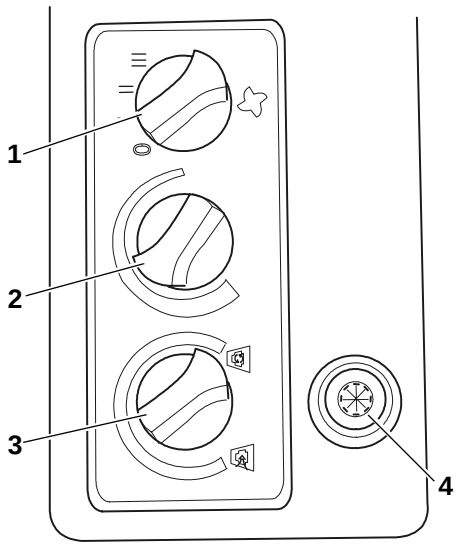

Afb.8 Linker bedieningspaneel, Verwarming en ventilatie
De machine kan ook met een airconditioning (extra uitrusting) zijn uitgerust. In dit geval bevindt er zich een schakelaar (afb.8, pos.4) naast het paneel.